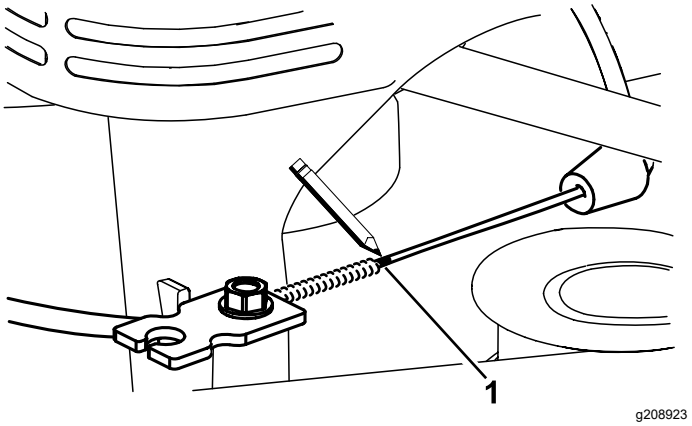
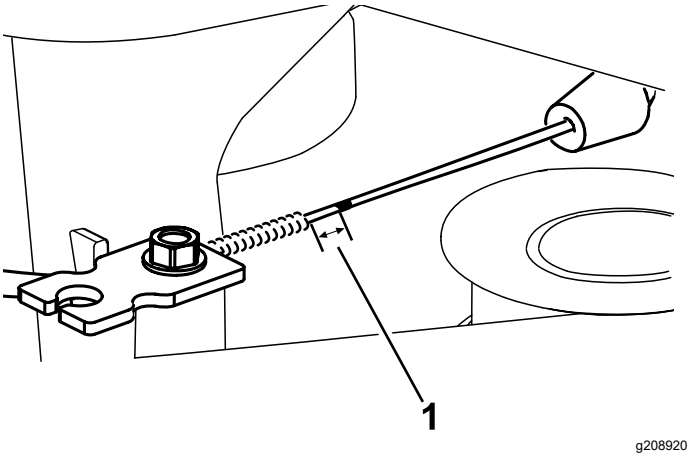

Figura 45
Figura 46
7. Marque el cable de freno (Figura 45), luego ajuste la cubierta hasta que quede aproximadamente 11 mm (7/16") de holgura (Figura 46).